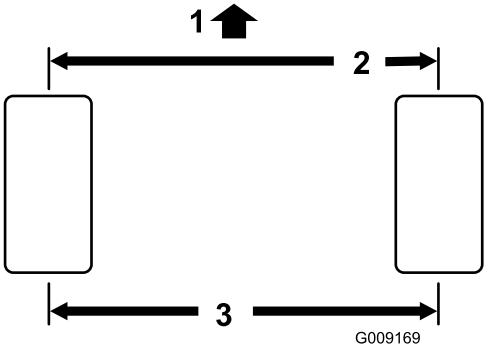

Figur 54
2. Mål avstanden fra midten til midten (i akselhøyde) foran og bak på styredekkene (Figur 54). Avstanden skal ikke være større enn 0 ± 3 mm ved fordekket sammenliknet med bakdekket. Roter dekket 90 grader og kontroller avstanden igjen.